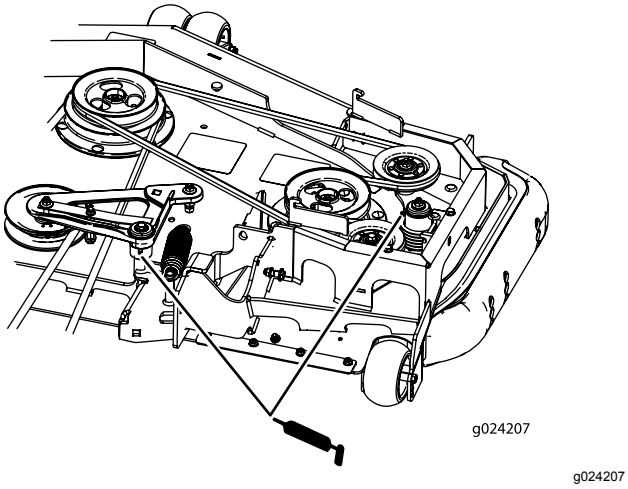

Figuur 40
7. Smeer de armen van de spanpoelie van de maaidekriem (Figuur 40).